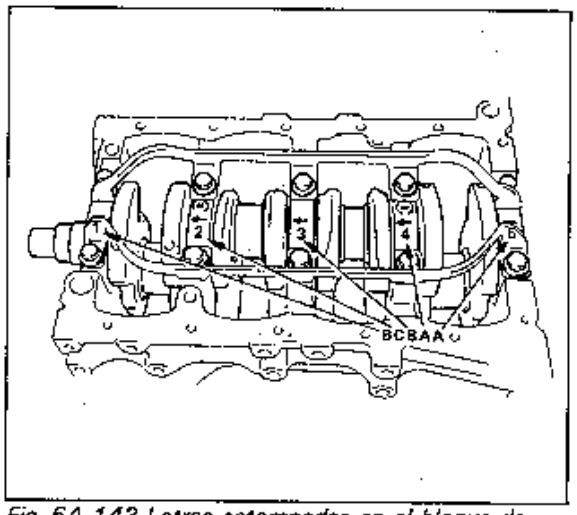

Fig. 6A-143 Letras estampadas en el bloque de cilindros
Por ejemplo, en la Fig. 6A-143, la primera letra (extremo izquierdo) "B" indica que el diámetro interior de la tapa de cojinete "1" está dentro de 56,006 – 56,012 mm, y que la quinta letra (extremo derecho) "A" indica que el diámetro interior de la tapa "5" está dentro de 56,000 – 56,006 mm.
3. Existen cinco clases de cojinetes standard que difieren en espesor. Para su identificación, llevan una marca de pintura de distintos colores, en el lugar indicado en la Fig. 6A-143. Cada color indica los siguientes espesores en el centro del cojinete.